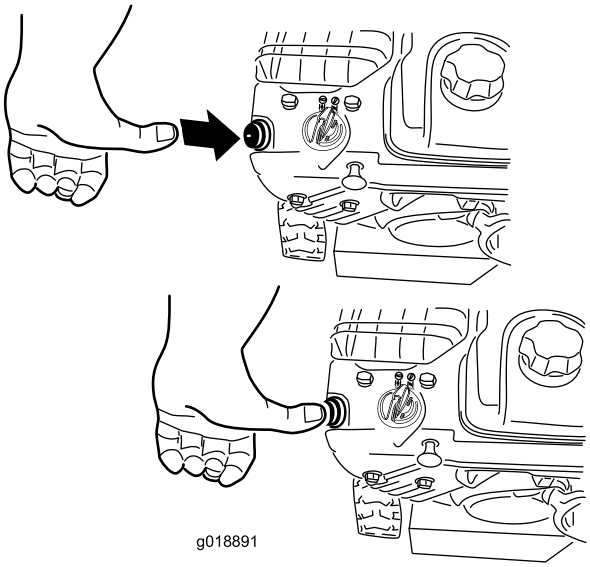

Bild 23
4. Drücken Sie die Kaltstarthilfe zweimal kräftig mit dem Daumen (-9℃ oder höher) oder vier Mal (unter -9℃) und lassen Sie die Kaltstarthilfe jedesmal nach einer Sekunde los (Bild 23).